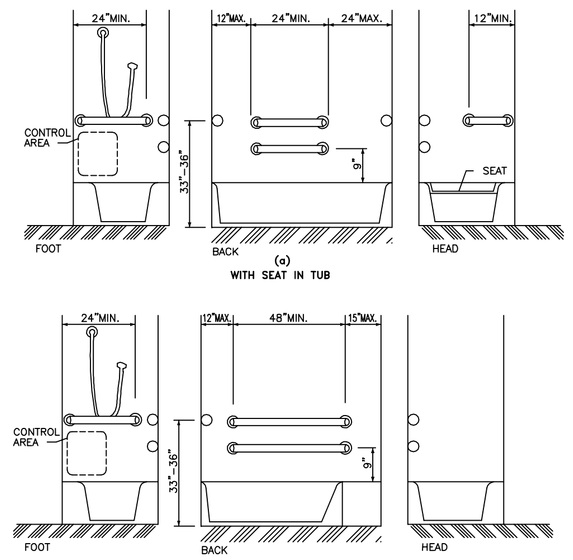

FIG. 34
4.20.3 SEAT. AN IN–TUB SEAT OR A SEAT AT THE HEAD END OF THE TUB SHALL BE PROVIDED AS SHOWN IN FIG. 34. THE STRUCTURAL STRENGHT OF SEATS AND THEIR ATTACHMENTS SHALL COMPLY WITH 4.26.3. SEATS SHALL BE MOUNTED SECURELY AND SHALL NOT SLIP DURING USE.
4.20.4 GRAB BARS. GRAB BARS COMPLYING WITH 4.26 SHALL BE PROVIDED AS SHOWN IN FIG. 34.
4.20.5 CONTROLS. FAUCETS AND OTHER CONTROLS COMPLYING WITH 4.27.4 SHALL BE LOCATED AS SHOWN IN FIG. 34.
4.21.2 SIZE & CLEARANCE. EXCEPT AS SPECIFIED IN 9.1.2, SHOWER STALL SIZE AND CLEAR FLOOR SPACE SHALL COMPLY WITH FIG. 34(a) OR (b). THE SHOWER STALL IN FIG. 34(a) SHALL BE 36" BY 36" (915mm BY 915mm). THE SHOWER STALL IN FIG. 34(b) WILL FIT INTO THE SPACE REQUIRED FOR A BATHTUB.
4.21.4 GRAB BARS. GRAB BARS COMPLYING WITH 4.26 SHALL BE PROVIDED AS SHOWN IN FIG. 34.
4.21.5 CONTROLS. FAUCETS AND OTHER CONTROLS COMPLYING WITH 4.27.4 SHALL BE LOCATED AS SHOWN IN FIG. 34 IN SHOWER STALLS 36" BY 36" (915mm BY 915mm) ALL CONTROLS, FAUCETS, AND THE SHOWER UNIT SHALL BE MOUNTED ON THE SIDE WALL OPPOSITE THE SEAT.